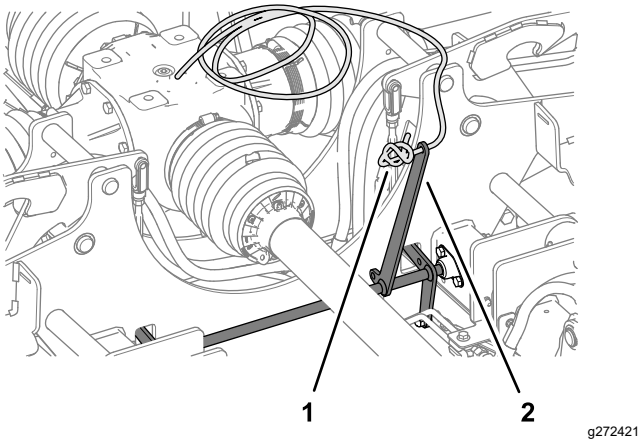

Figuur 11
1. Steek het uiteinde van het touw van de maaidekvergrendeling door de opening in de vergrendeling en knoop het touw stevig vast (Figuur 11).